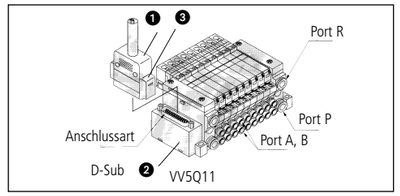

Abb. 6
D-Substecker anschliessen (Abb. 6)
Stecker ❶ (Abb. 6) in das Gehäuse ❷ (Abb. 6) stecken.
Darauf achten, dass der Stecker exakt auf den Anschlussstiften im Gehäuse ❷ sitzt. Die beiden Halteschrauben ❸ (Abb. 6) festziehen.
1. Die beiden unverlierbaren Schrauben ❸ (Abb. 6) lösen und den Stecker ❶ (Abb. 6) herausziehen.